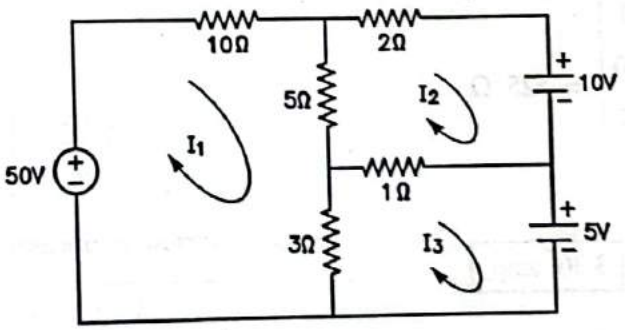

**FIG. 1.80**
**Determine the mesh currents $I_1$, $I_2$ and $i_3$ for network shown Fig. 1.80.** **GTU, Dec. 2016**